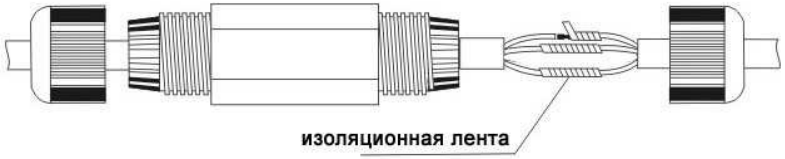

Рис. 7
4. Тщательно обмотайте каждый из проводов отдельно изоляционной лентой. Каждый провод должен быть обмотан изоляционной лентой не менее двух раз. См. рис. 7